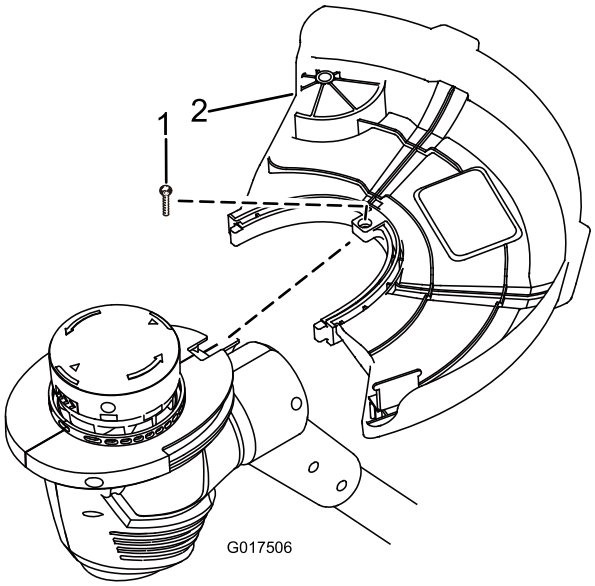

Figure 2
1. Retirez la vis cruciforme collée sur la protection (Figure 2).
2. Glissez le déflecteur sur la base de la débroussailleuse, comme illustré à la Figure 2.